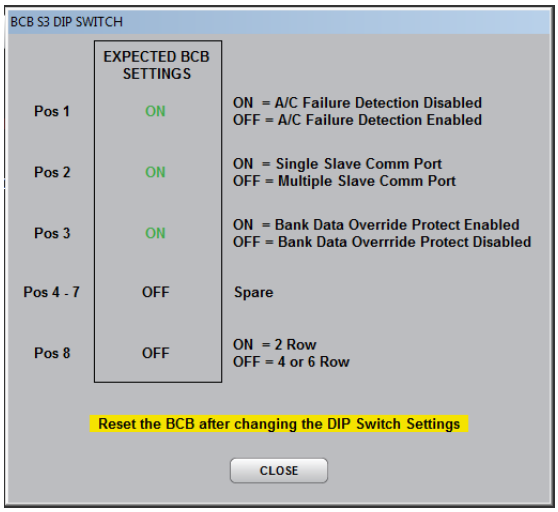

Figure 61 BCB S3 DIP Switch
2. At the BCB S3 DIP Switch field, press ‘Reference’ to open the BCB S3 DIP Switch pop-up screen (Figure 61).